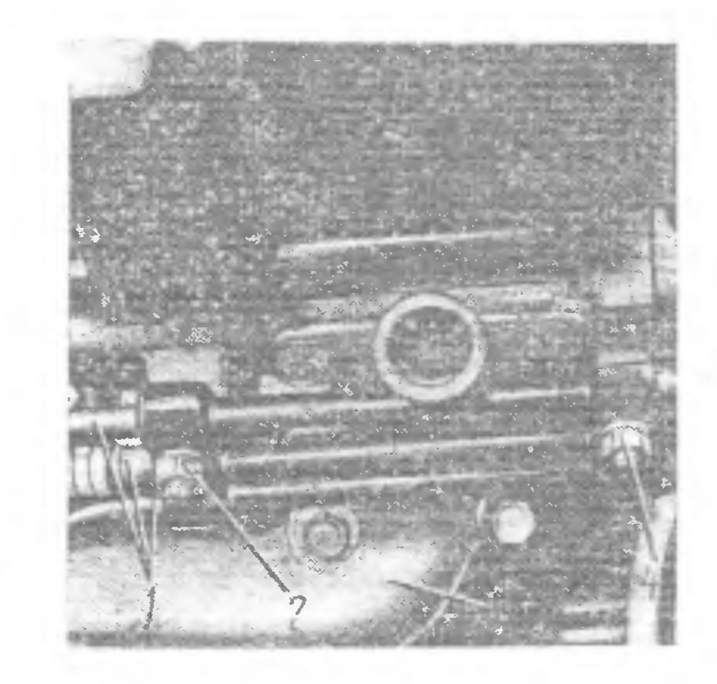
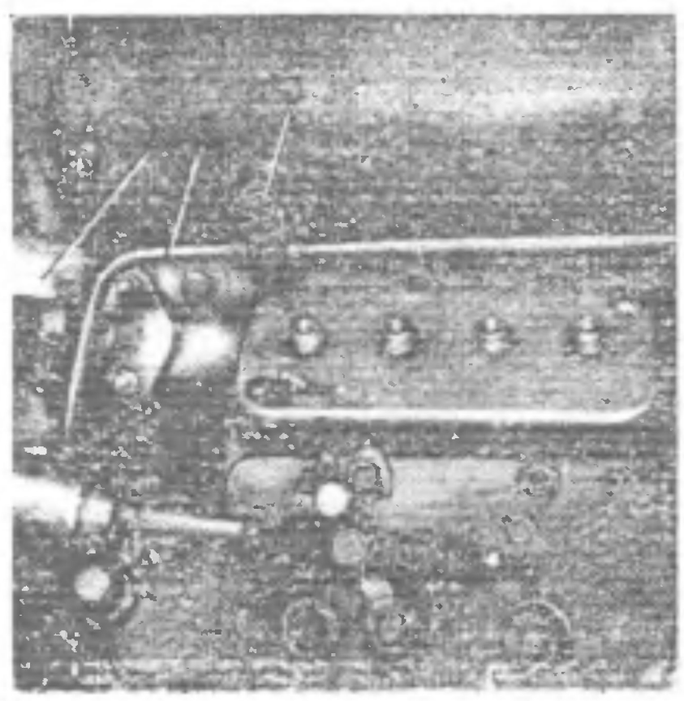

Рис. 30 Отсоединение трубок низкого давления от коллектора
Рис. 31. Отсоединение топливной трубки от коллектора:
13. Отверните гайки *2* и *4* (рис. 30) скоб крепления трубок *1* низкого давления к правому впускному коллектору *3*, выверните болт *3* (рис. 31) кляммера крепления топливной трубки *2* к правому впускному коллектору *1*	Ключ 13 мм
21. Закрепите через скобы к правому впускному коллектору *3* (см. рис. 30) топливные трубки *1* низкого давления гайками *2* и *4* пружинными шайбами, закрепите через кляммер с прокладкой к правому впускному коллектору *1* (см. рис. 31) топливную	Ключ 13 мм